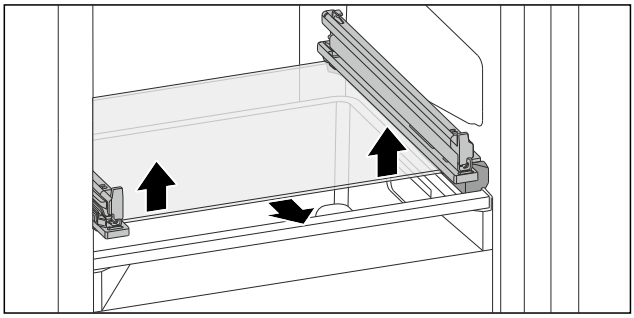

Fig. 177 Tablette en verre du tiroir basculable
▶ Appuyer des deux côtés sur la tablette en verre de bas en haut. (voir Fig. 177)